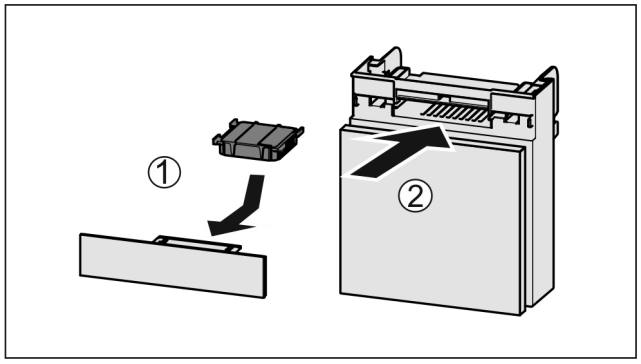

Fig. 185
▶ Insérer le filtre à charbon actif d'après le schéma *Fig. 185 (1)*.
▶ Insérer le compartiment *Fig. 185 (2)*.